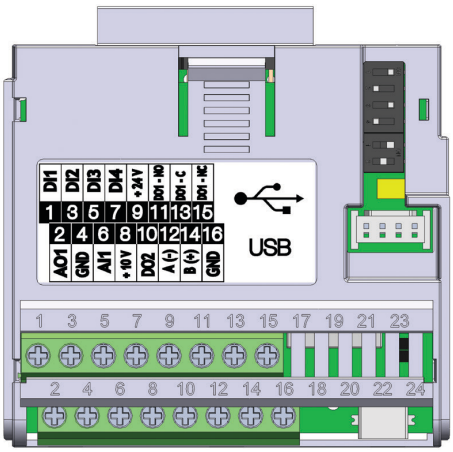

图 20.3: 插入模块CFW500-CUSB
CFW500-CUSB 插入式模块通过端子 12 (A1-) 和 14 (B1+) 处的 RS-485 端口提供串行 (1) 接口，以及通过标准连接器处的 USB 端口提供串行 (2) 接口mini USB (mini B)，请参见 图 20.3（第20-1页）。